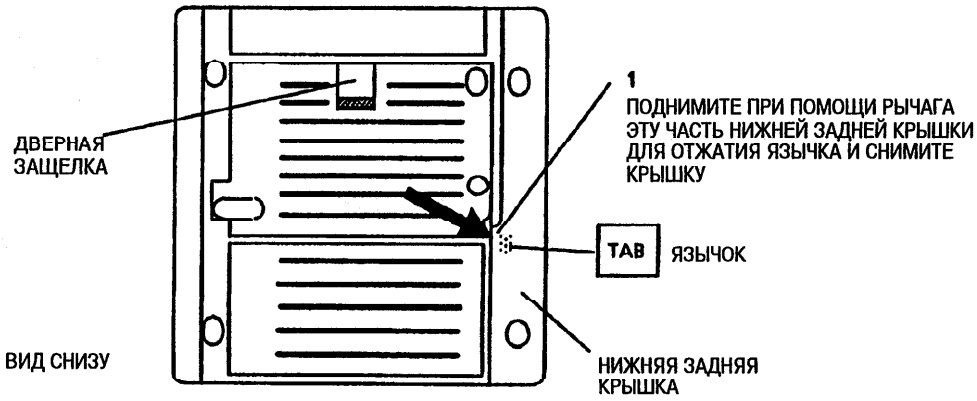

Рис. 2. Отжатие язычка для снятия нижней задней крышки
3. Отвинтить четыре (4) винта.
4. (Рис. 2): Отжать язычок на крышке с помощью маленькой отвертки и снять крышку.